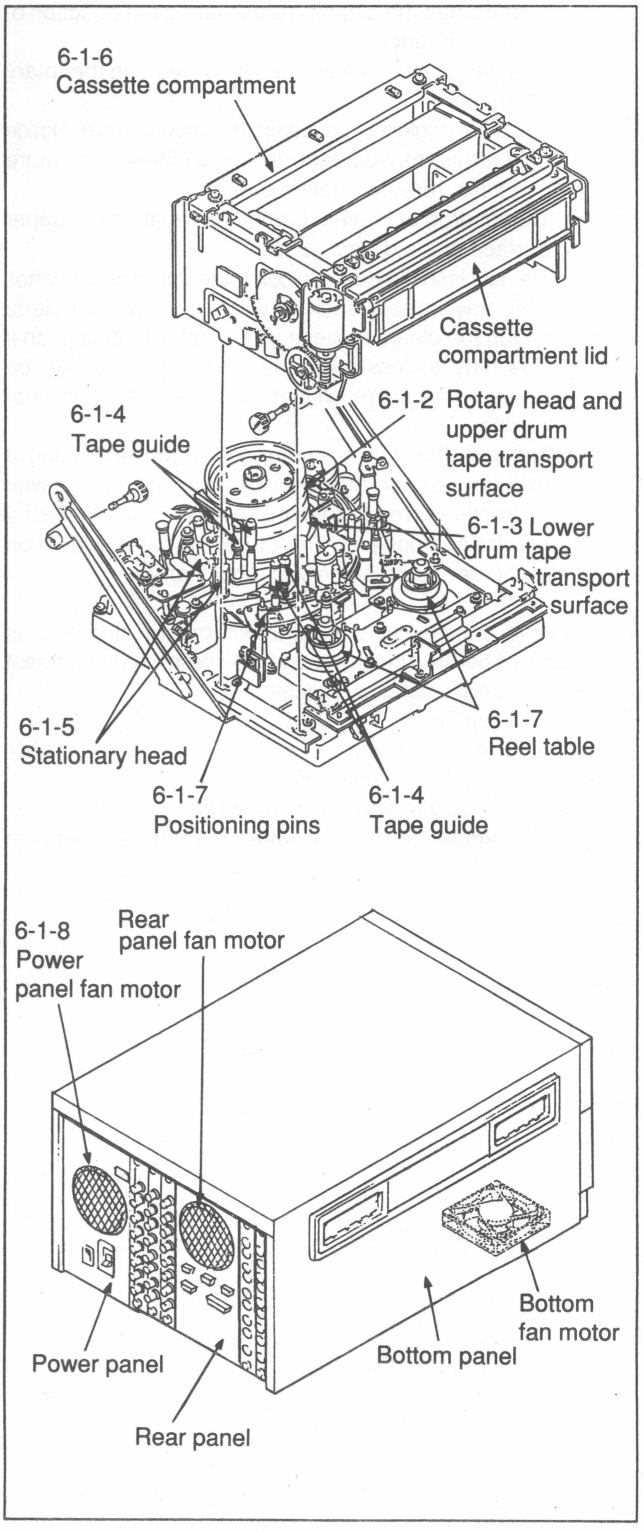

Fig. 6-1-1 Clean the following positions
1. Clean the following positions (Fig. 6-1-1).